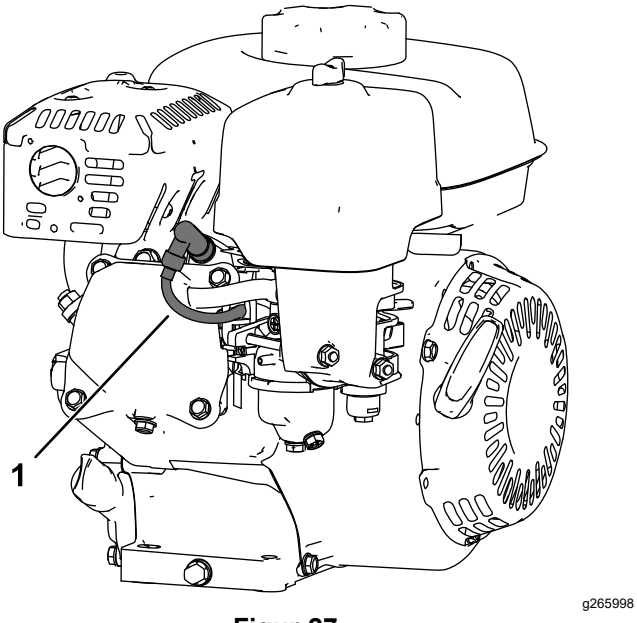

Figur 27
5. Koble fra tennpluggledningen (Figur 27).